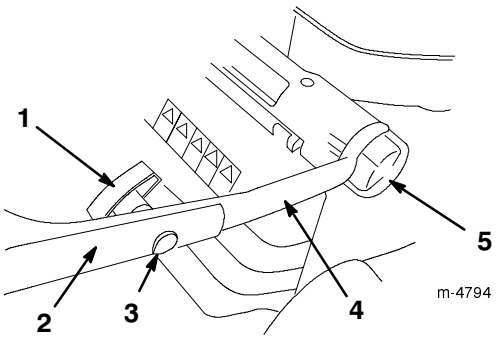

Figure 2
1. Loosen the handle height adjustment knobs and rotate the lower handle toward the rear of the lawn mower until it seats into one of the handle height settings as shown in Figure 2. To set the handle height, refer to *Adjusting the Handle Height* on page 8.
3. Install the upper handle section onto the lower handle section with the oval-head bolts and the handle knobs as shown in Figure 2. **Tighten the handle knobs securely.**
You can set the handle to three height settings: high, medium, and low (Fig. 2). Select the handle height setting most comfortable for you.